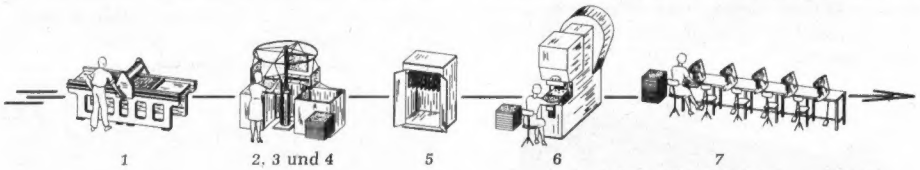
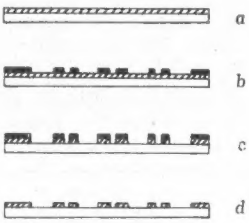
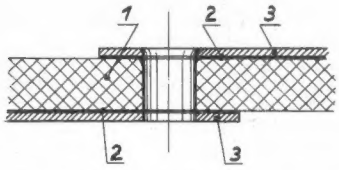

Bild 1. Arbeitsgang beim Ätzverfahren
Bild 2. Ätzverfahren. a kupferplattierte Kunststoffplatte, b desgleichen mit aufgedruckten Leitungen, c nach dem Ätzen, d nach der Nachbehandlung
Bild 3. Schnitt durch die Trägerplatte vor dem Ätzen. 1 = Trägerplatte, 2 = Kleber, 3 = Kupferfolie
Dieses Rohmaterial also wird dem Hersteller der Chassisplatte angeliefert. Die eigentliche Schaltung, deren Entwurf später erläutert werden soll, wird nun, wie in *Bild 1* im Arbeitsgang 1 angedeutet ist, nach einem Druckverfahren aufgebracht. Die bedruckten Stellen bilden eine Schutzschicht, die das darunter liegende Kupfer vor den Angriffen im chemischen Bad schützt. Eisenchlorid ätzt die nichtbedruckte Kupferfläche weg (Arbeitsgang 2, 3 und 4). Im Trockenschrank (5) erfolgt die Nachbehandlung und in der Stanze (6) das Lochen des Chassis für die in 7 folgende Bestückung mit Einzelteilen. *Bild 2* zeigt den Ätzvorgang nochmals schematisch im Schnitt, während *Bild 3* eine vergrößerte Darstellung der hier zweiseitig belegten Hartpapierplatte mit einem Montageloch gibt.